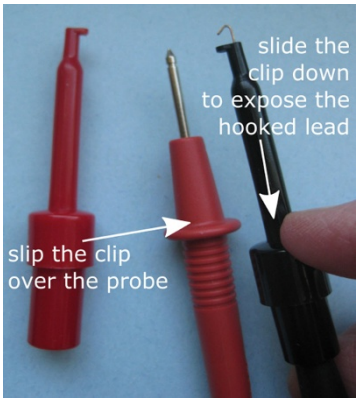

Figura 16-2: Los clips de prueba con resorte evitan el contacto accidental.
Las puntas de prueba del multímetro tienen puntas cónicas que se mantienen en contacto con el componente que se está probando. Puede adquirir pinzas de prueba especiales con resorte que se deslizan sobre las puntas, lo que facilita la conexión de las puntas a los cables del componente o a otros cables. (Vea la Figura 16-2). Estas pinzas de prueba aisladas garantizan una buena conexión entre las puntas y el componente que se está probando, a la vez que evitan el contacto accidental con otra parte del circuito.
- ✓ **Cables de prueba y receptáculos:** Los multímetros económicos incluyen cables de prueba básicos, pero puede adquirir cables en espiral de mayor calidad que se extienden varios metros y se retraen hasta una longitud manejable cuando no se utilizan. También puede adquirir cables con pinza de resorte (consulte la Figura 16-2). Algunos multímetros con cables de prueba extraíbles ofrecen más de dos receptáculos para los cables. Inserte el cable de prueba negro en el receptáculo etiquetado como GROUND o COM, pero el cable rojo puede insertarse en un receptáculo diferente según la función y el rango que seleccione. Muchos multímetros ofrecen entradas adicionales para probar condensadores y transistores, como se muestra en la foto de la izquierda de la Figura 16-5.